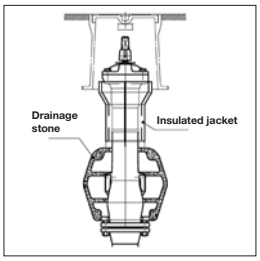

Figure 2
- Before backfilling in the pipe trench install the appropriate VAG drainage stone (Fig. 2) for the safe draining of the underground hydrant or use leaking material in the draining area.